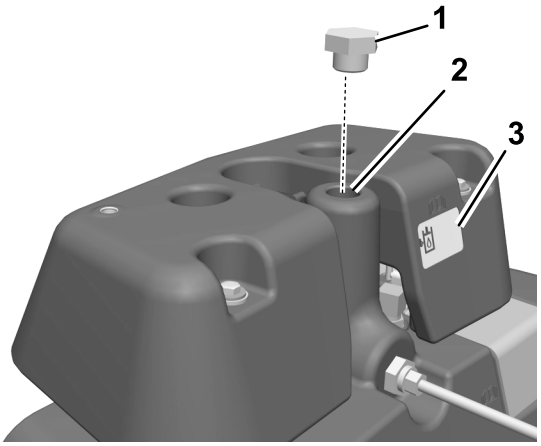

Figur 8
2. Indikatorpil på mutter (2)
31. Fjern og kast ventilatoren, og fyll hydraulikkolje på den hydrauliske hovedtanken (Figur 8).
32. Erstatt ventilatoren med en plugg (Figur 8).
33. Fyll hydraulikkolje på lekkasjedetektortanken helt til oljenivået er midt på seglasset på tanken (Figur 8).